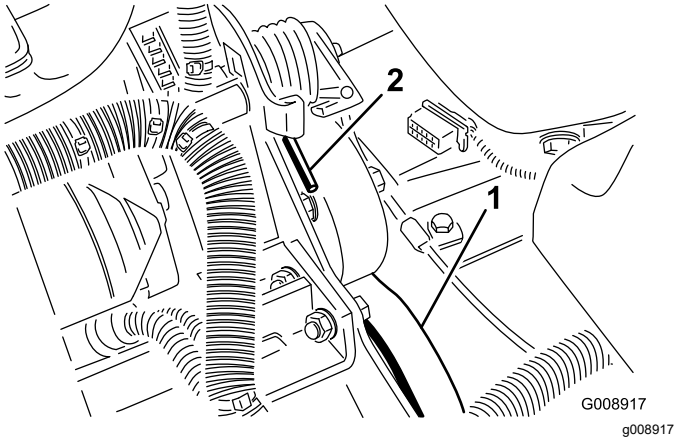

Figuur 74
3. Druk het uiteinde van de veer omlaag en naar voren (Figuur 74) om deze los te maken van de beugel en de veerspanning op te heffen.